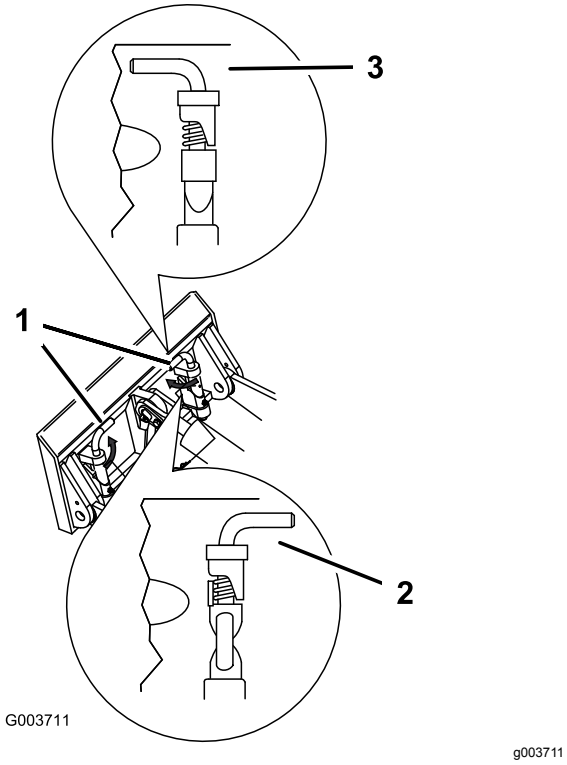

**Figur 17**
7. Koppla in snabbfästpinnarna och se till att de är ordentligt inskjutna i fästplåten (Figur 17).